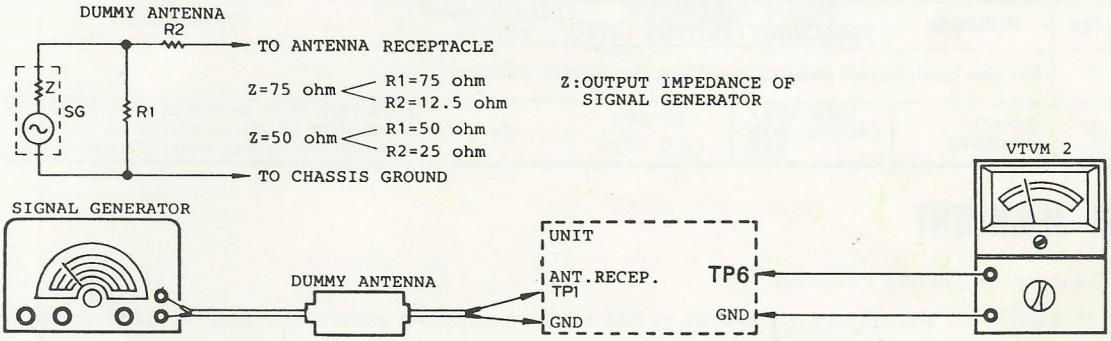

Fig. 13
(1) Connections Refer to Fig. 13